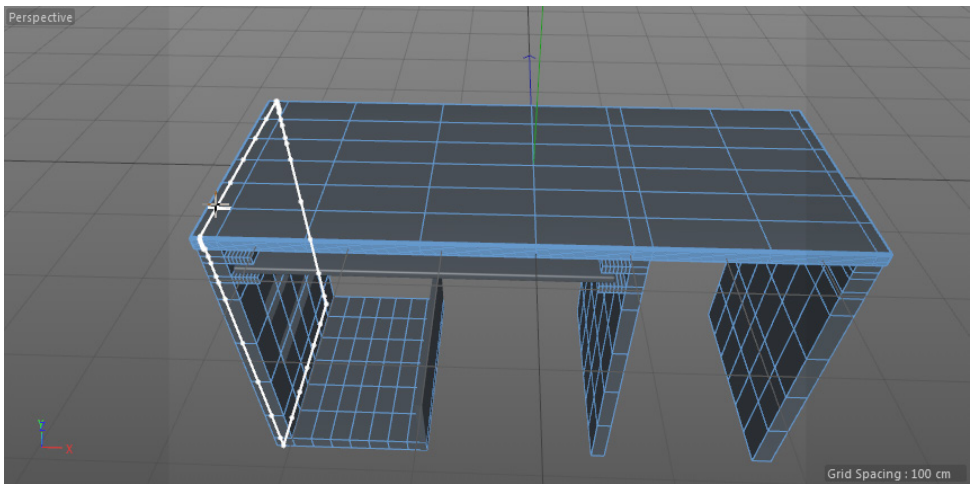
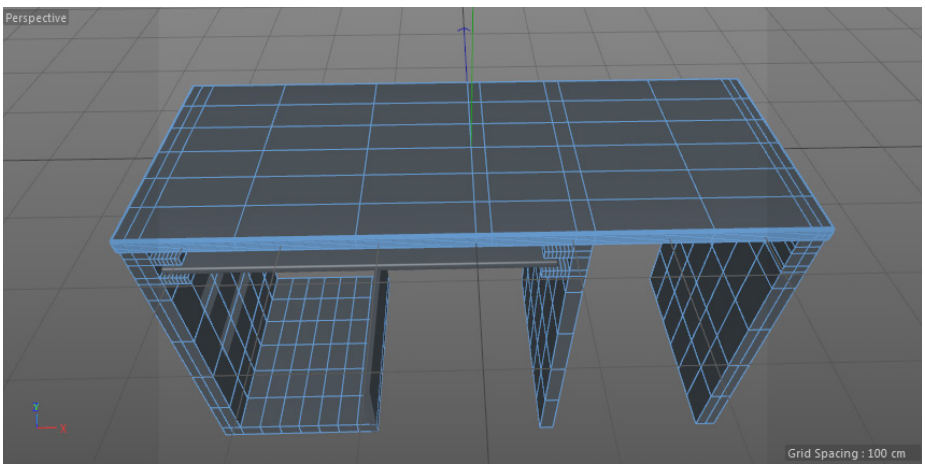

Figure 3-31 *New edge loop created*
Figure 3-32 *Another edge loop added to the Computer table*
3. Make sure the **Enable Snap** tool is not chosen in the Modes Palette. Next, click to create a new edge loop, refer to Figure 3-31. Again, create one more edge loop using the **Loop/Path Cut** tool, as shown in Figure 3-32.